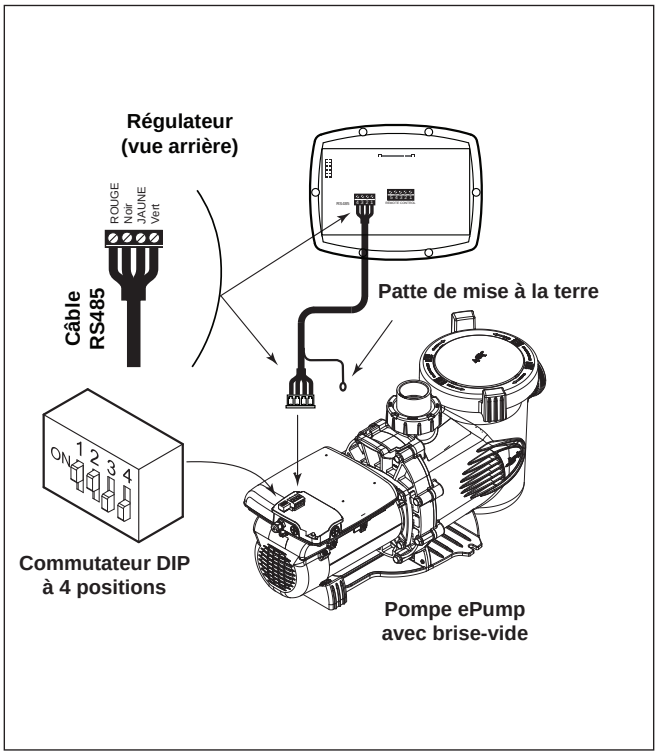

Figure 4. Brancher le régulateur pour pompe ePump avec brise-vide (JEP-R) à la pompe ePump
4. Attacher les quatre (4) fils dans le câble RS-485 au connecteur RS-485. Faire correspondre les couleurs de fil avec les positions sur le connecteur : 1 - rouge, 2 - noir, 3 - jaune et 4 - vert. Voir la Figure 4.
6. Faire glisser les commutateurs DIP 1 et 2 vers le haut, de manière à ce qu'ils soient à la position ON, et les commutateurs DIP 3 et 4 vers le bas, de manière à ce qu'ils soient à la position OFF. Voir Figures 4.
Suivant les indications des figures 4 et 5, le commutateur DIP à 4 positions est situé à l'arrière de la pompe ePump avec brise-vide. Ce commutateur DIP remplit deux (2) fonctions : il choisit l'adresse de la pompe et détermine quel type de régulateur sera employé avec la pompe. Les tableaux ci-dessous montrent les configurations des commutateurs DIP.